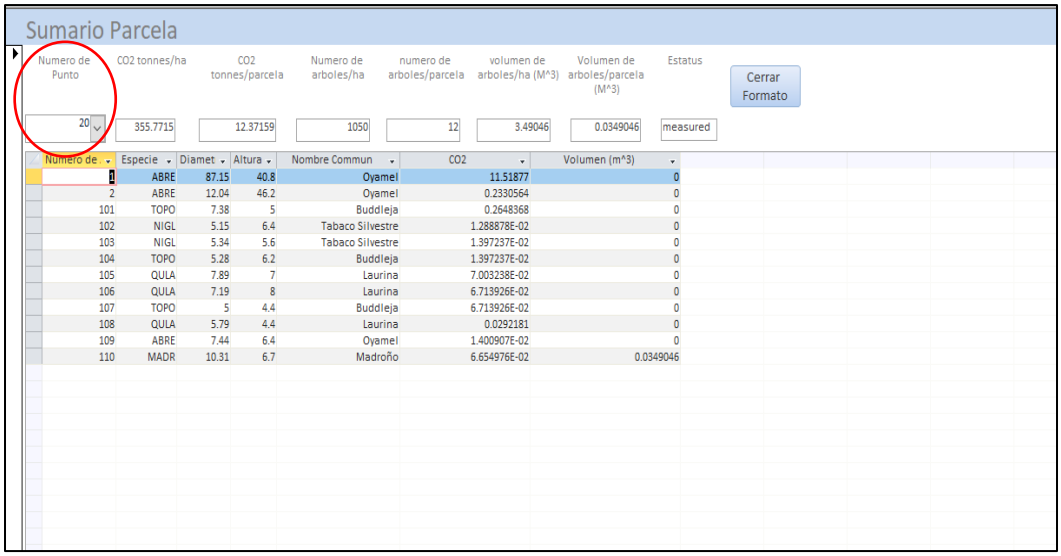

Figure 78. Selecting the Plot Number
5.2 To navigate to a certain plot, select the plot number in the [Numero de Parcela] (Figure 78).